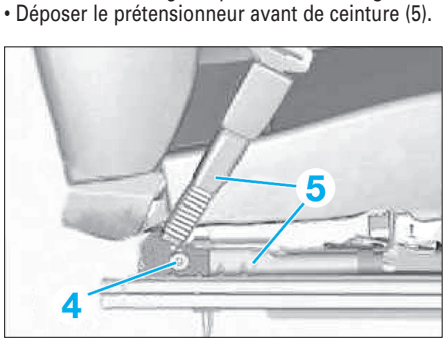

Fig. 29
- Sur le côté du siège, déposer la vis (4) **(Fig.29)**.
- Déposer le prétensionneur avant de ceinture (5).